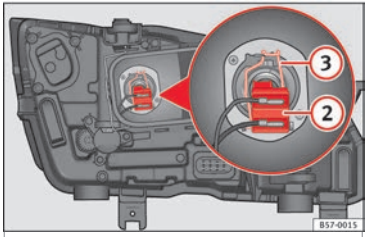

Fig. 105 In the engine compartment: dipped beam headlight.
3. Remove connector ››› **Fig. 105** (2) from the bulb.
4. Unclip the retainer spring ››› **Fig. 105** (3) pressing clockwise and inwards.